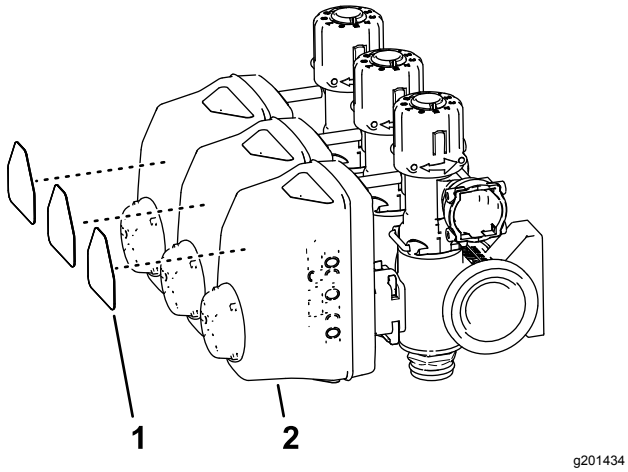

Figur 70
5. Afmonter mærkaterne fra de 3 sektionsventilers aktuatorer (Figur 70).